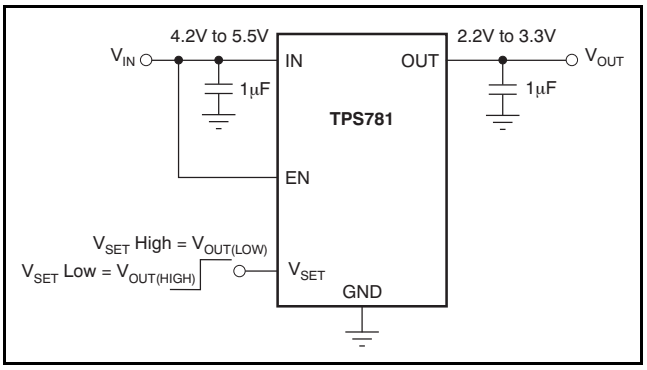
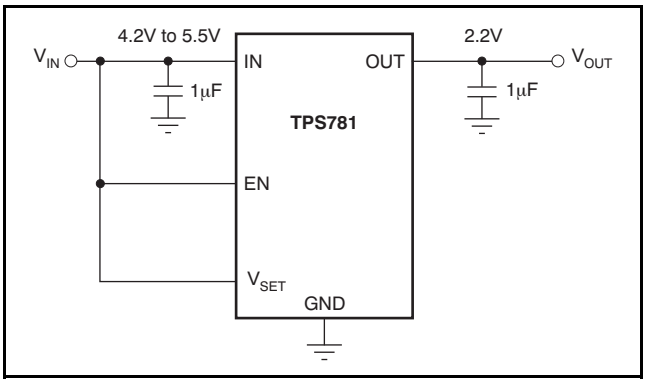

Figure 52. Circuit Showing EN Tied High when Shutdown Capability is Not Required
Figure 53. Circuit to Tie Both EN and V_{SET} High
The enable pin (EN) is active high and is compatible with standard and low-voltage CMOS levels. When shutdown capability is not required, EN should be connected to the IN pin, as shown in Figure 52. Figure 53 shows both EN and V_{SET} connected to IN. The TPS781 series, with internal active output pull-down circuitry, discharges the output to within 5% V_{OUT} with a time (*t*) shown in Equation 3: